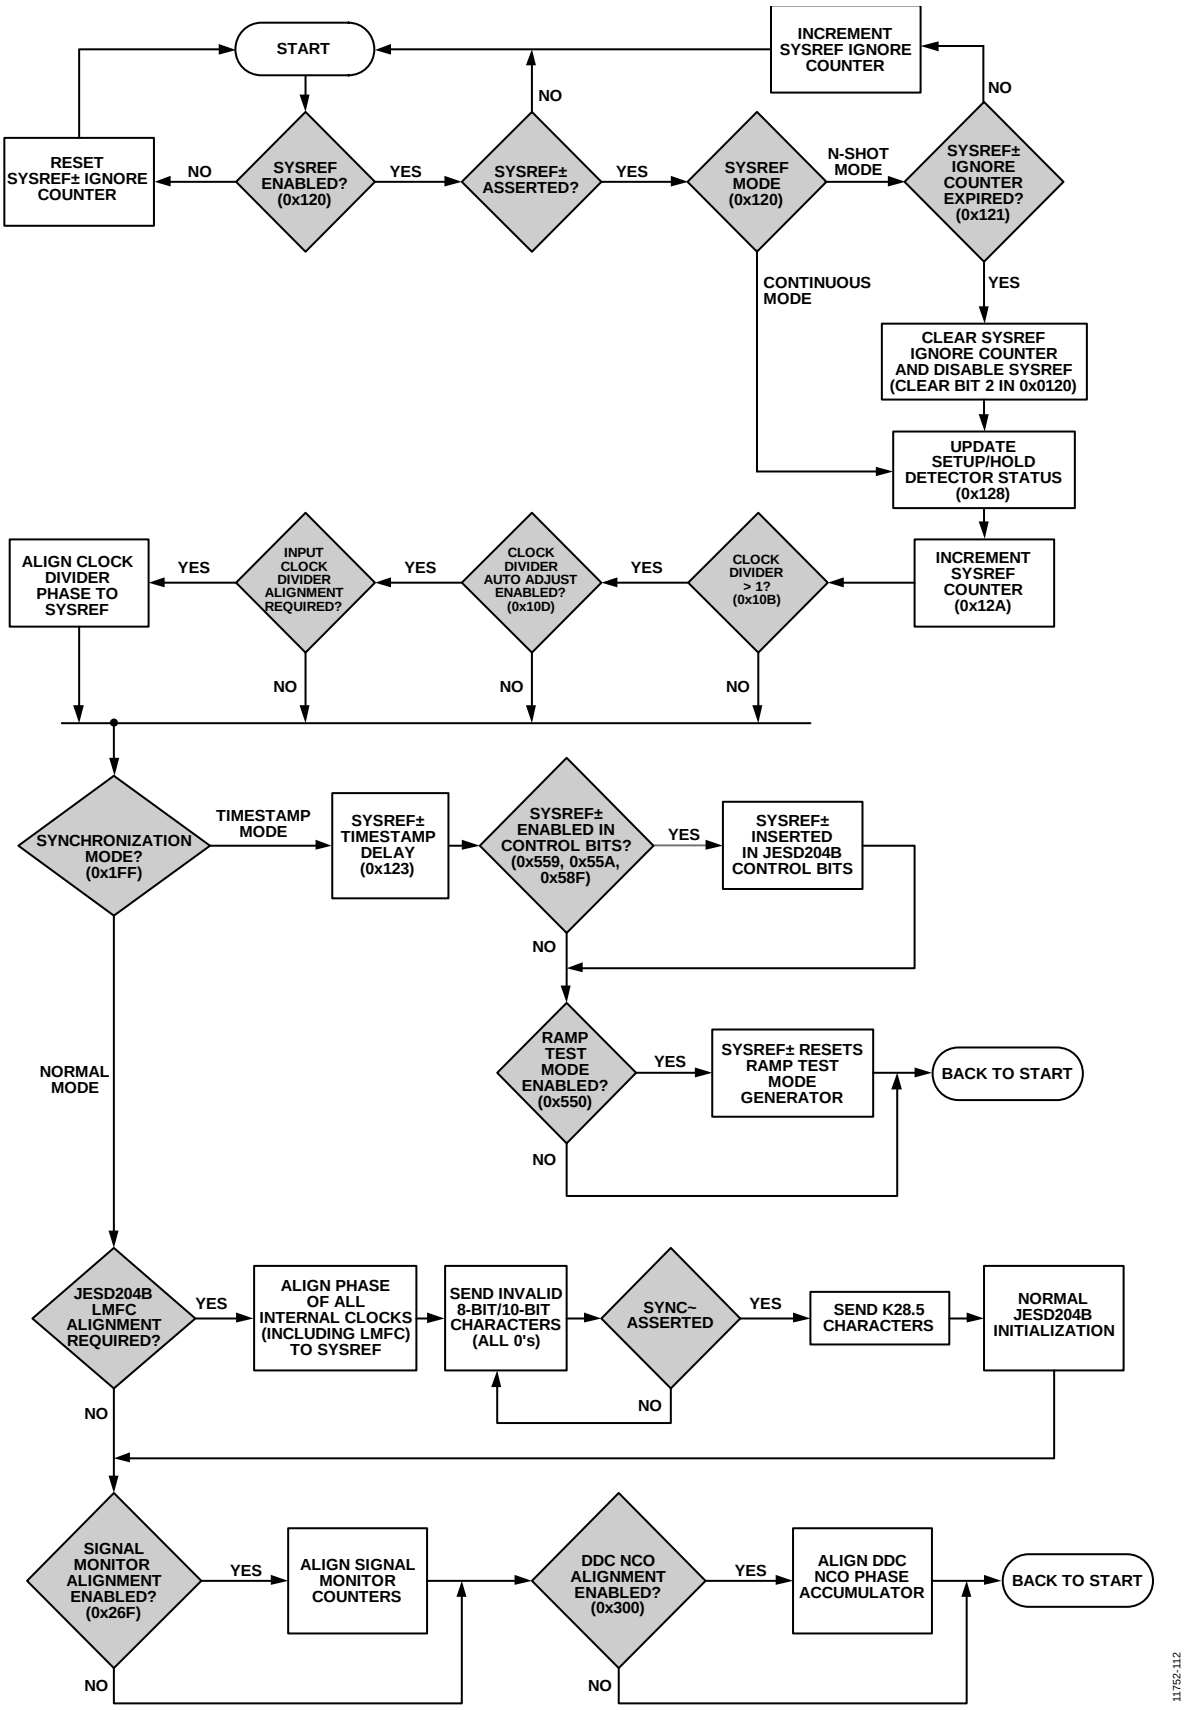

*Figure 175. SYSREF± Capture Scenarios and Multichip Synchronization*
The flowchart shown in Figure 175 describes the internal mechanism for multichip synchronization in the AD9680. There are two methods by which multichip synchronization can take place, as determined by the chip synchronization mode bit (Register 0x1FF , Bit 0). Each method involves different applications of the SYSREF± signal.
The default sate of the chip synchronization mode bit is 0, which configures the AD9680 for normal chip synchronization. The JESD204B standard specifies the use of SYSREF± to provide deterministic latency within a single link. This same concept, when applied to a system with multiple converters and logic devices, can also provide multichip synchronization. In Figure 175, this is referred to as normal mode. Following the process outlined in the flowchart ensures that the AD9680 is configured appropriately. Consult the logic devices user intellectual property (IP) guide to ensure that the JESD204B receivers are configured appropriately.